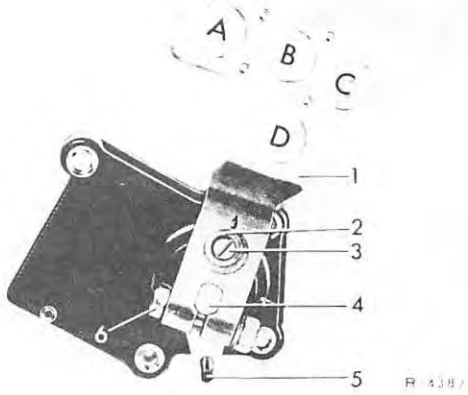

Figure 2
Tighten clamping bolt (6) before adjusting. With shift lever (1) in position "N" loosen adjustment screw (3). Insert dowel pin (5) through the follower into the locating hole on the switch housing, then tighten adjustment screw (3) and remove dowel pin (figure 2).